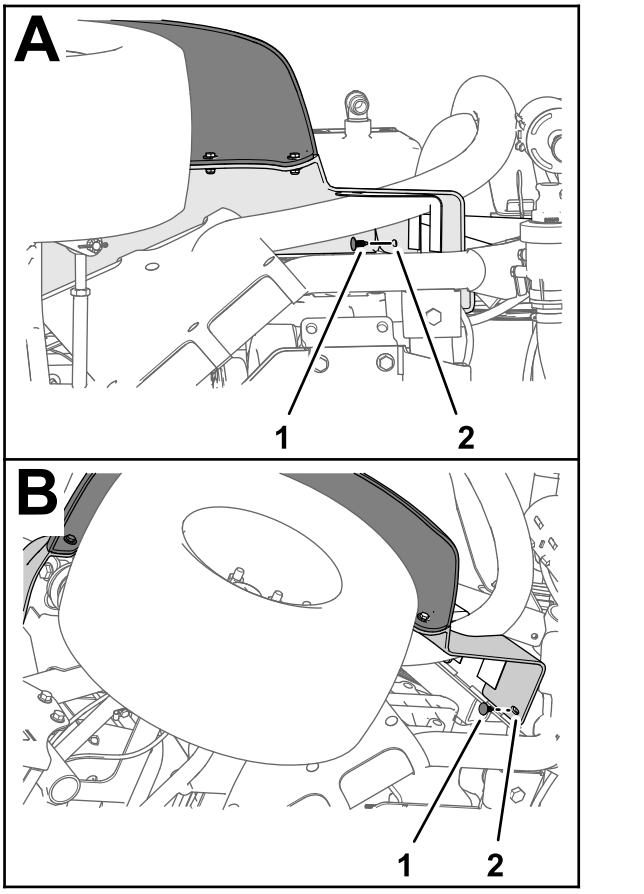

Figur 8
1. Afmonter de 2 skubbefastgørelsesanordninger, der fastgør venstre forskærm til den nederste styrtbøjlekanal (Figur 8).